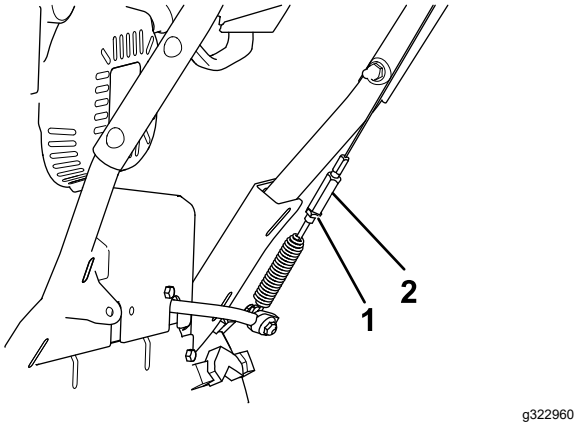

Figure 32
5. Desserrez l'écrou de blocage (Figure 32).
6. Desserrez ou serrez le tendeur de réglage de la tension du câble (Figure 32).